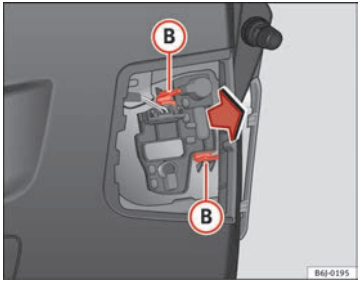

Fig. 182 Removing the bulb holder
– Remove the bulb holder by pressing the fastening clips (B) ⇒ Fig. 182 and pulling outwards.